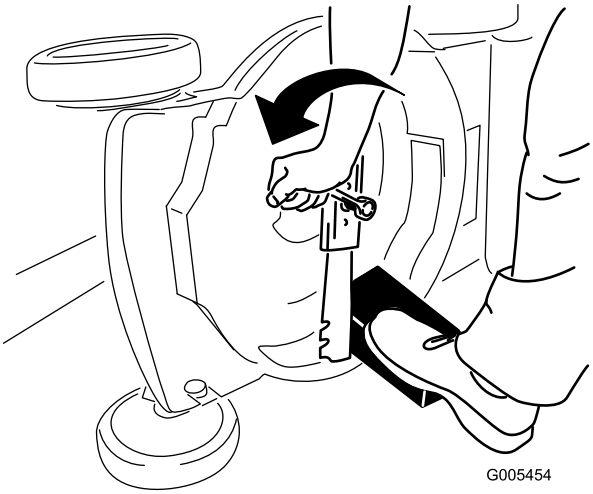

Figur 39
3. Håll kniven stilla med hjälp av en träkloss (Figur 39).
4. Ta bort kniven och spara alla monteringsdelar (Figur 39).